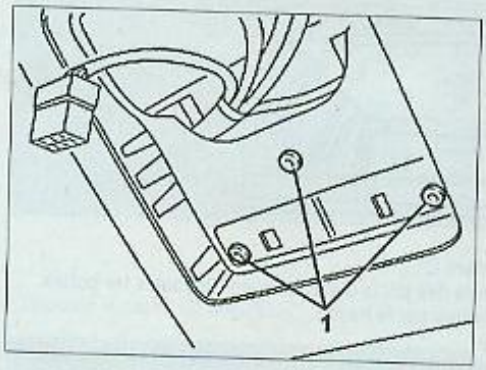

FIG. 63
• Déposer les vis (1) situé dans le plafonnier avant **(Fig.63)**.
• Déposer les vis (1) situé dans le plafonnier avant **(Fig.63).**